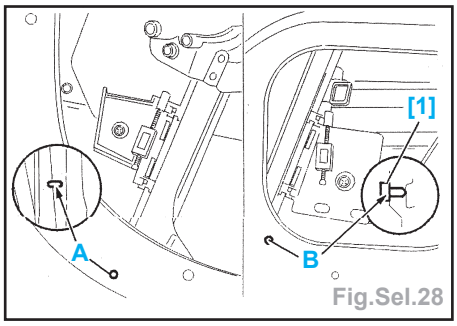

Fig.Sel.28
- Effectuer le réglage du mécanisme (Fig. Sel.28) :